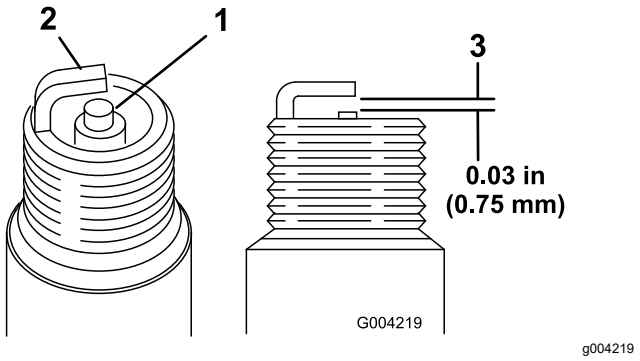

Figure 48
1. Look at the center of both spark plugs (Figure 48). If you see light brown or gray on the insulator, the engine is operating properly. A black coating on the insulator usually means the air cleaner is dirty.
2. Check the gap between the center and side electrodes (Figure 48).
3. Bend the side electrode (Figure 48) if the gap is not correct.